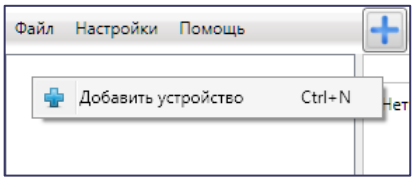

Рисунок 4.4 — Регистрация контроллера вручную
- щелкните правой кнопкой мыши по свободному месту в области дерева устройств программы *STEMAX Конфигуратор* (см. 4.3) и в появившемся меню выберите *Добавить устройство* (см. рисунок 4.4);